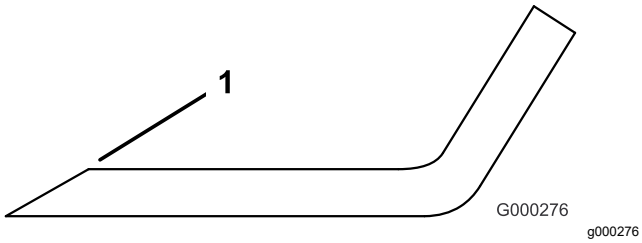

**Figuur 145**
4. Als de snijranden niet scherp zijn of bramen vertonen, moeten ze worden geslepen (Figuur 145).